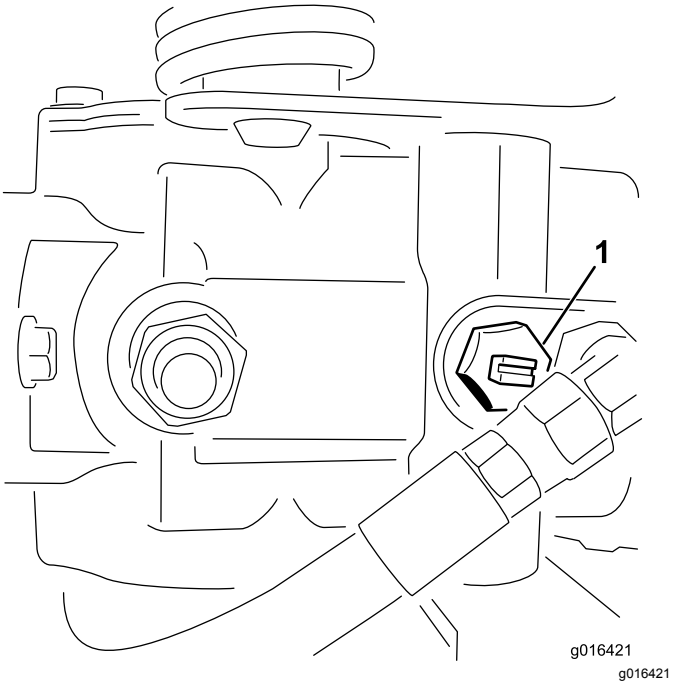

**Rysunek 33**
1. Znajdź na pompie zawór obejściowy i obracaj nim tak, aby szczelina była skierowana pionowo (Rysunek 33).
2. Przed uruchomieniem silnika zamknij zawór obejściowy, obracając nim tak, aby szczelina znajdowała się w położeniu poziomym (Rysunek 33).